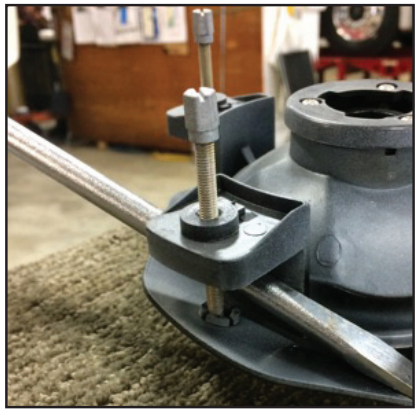

Figure 8
15. Take the light housing assembly to a workbench. Unsnap the three adjustment screws from the plastic socket connector on the back of the headlamp using a long flat screw driver. Apply steady pressure between the light housing arms and the metal bracket. The screws will pop out of the plastic sockets. Refer to Figures 8 and 9.